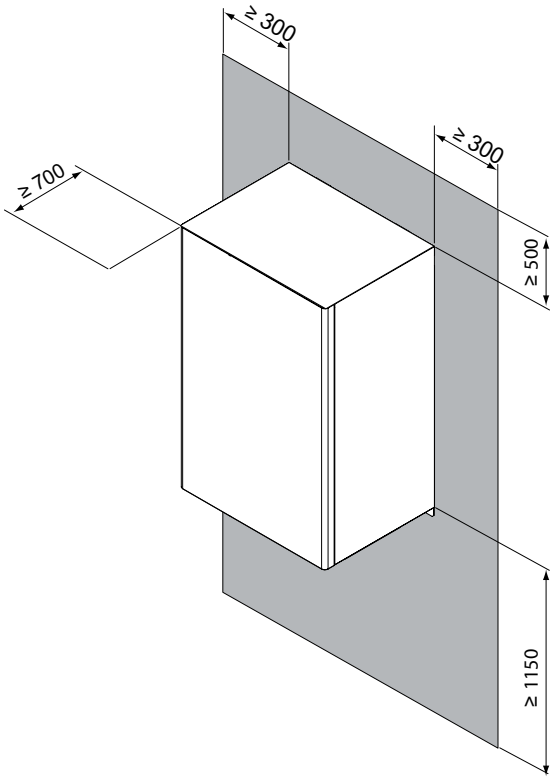

fig. 7 - zone de travail minimale pour l'unité intérieure
- L'espace autour de l'unité est adapté à la maintenance, voir fig. 7.